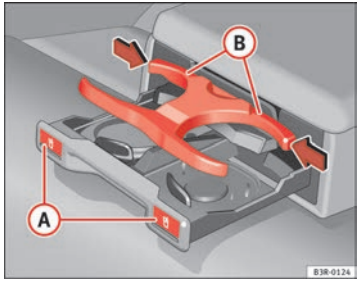

Fig. 123 Drink holder in the rear armrest
– Press the symbol (A) ⇒ fig. 123.